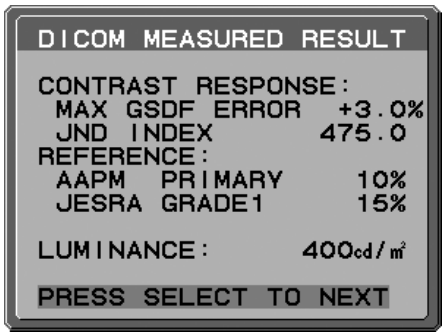

Рисунок D.2
4. Появится сообщение DICOM MEASURED RESULT (РЕЗУЛЬТАТ ИЗМЕРЕНИЯ DICOM) **(Рисунок D.2)**. С помощью клавиш можно параметры DATE (ДАТА) и TIME (ВРЕМЯ). Затем нажмите кнопку SELECT (ВЫБОР).